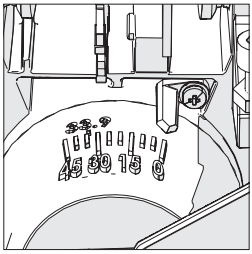

Rys. 8
- Należy upewnić się, że głowica tnąca jest wyprostowana, oparta o ogranicznik, a wskaźnik skosu wskazuje 0° na podziałce **(Rys. 8)**.